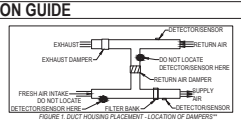

FIGURE 1. DUCT HOUSING PLACEMENT - LOCATION OF DAMPERS**
1. LOCATE DUCT HOUSINGS SO THAT DAMPERS DO NOT RESTRICT AIR FLOW AT THE DETECTOR/SENSOR LOCATION. SEE FIGURE 1.
2. LOCATE AIR DUCT DETECTORS/SENSORS ON THE RETURN OR SUPPLY DUCT OF THE EQUIPMENT'S AIR HANDLING SYSTEM. HOWEVER, DETECTORS/SENSORS SHOULD NOT BE INSTALLED IN THE RETURN AIR DAMPER BRANCH. SEE FIGURE 1.
4. LOCATE AIR DUCT DETECTORS/SENSORS ON THE DOWNSTREAM SIDE OF FILTERS TO SENSE FIRE IN FILTERS. HOWEVER, SHOULD THE FILTERS BLOCK SUFFICIENT AIR FLOW MAY NOT BE AVAILABLE FOR PROPER AIR DUCT DETECTOR/SENSOR OPERATION. SEE FIGURE 1.